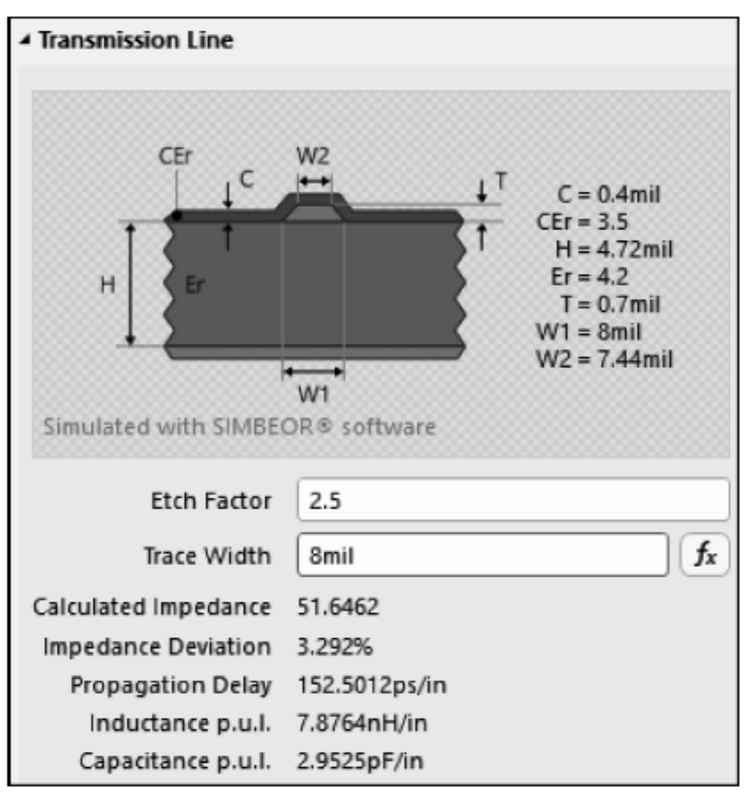
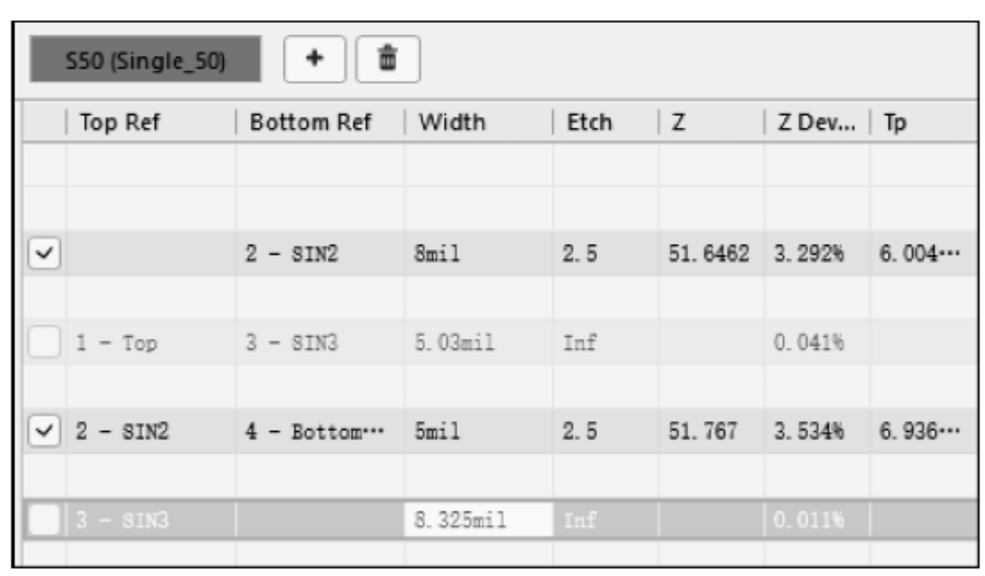

图 7-19　顶层单端信号的计算
图 7-20　Single_50 阻抗配置文件
(2) 50Ω 单端信号的阻抗计算。
① 单击，选中要计算的信号层，在 Properties 面板的 Impedance Profile 选项组和 Transmission Line 选项组中进行阻抗计算及查看。如图 7-19 所示，计算 TOP 层单端信号的阻抗。在 Etch Factor 文本框中输入数据，按 Enter 键，即可算出走线宽度。
② 依照图 7-19 的设置，计算第 3 层高速单端信号对应的线宽，最终得到的 Single_50 阻抗配置文件如图 7-20 所示。